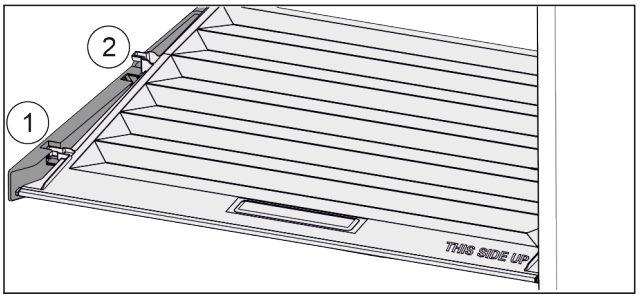

Fig. 142
▶ Pull the lid up at the front to the opening in the retaining parts *Fig. 142 (1)*.
▶ Lift from the back and pull it up and out *Fig. 142 (2)*.